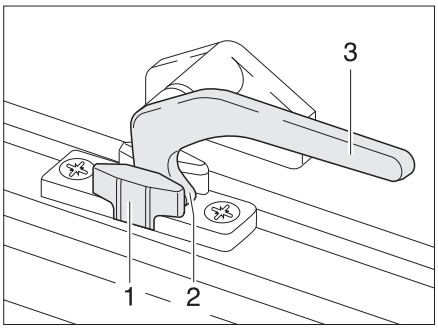

Fig. 35 Catch lever in the "continuous ventilation" position
- "Continuous ventilation" (Fig. 35)
- Turn the catch lever (Fig. 35,3) a quarter turn towards the centre of the window.
- Return the catch lever to its initial position. The locking catch (Fig. 35,2) has to be moved into the recess of window catch (Fig. 35,1).